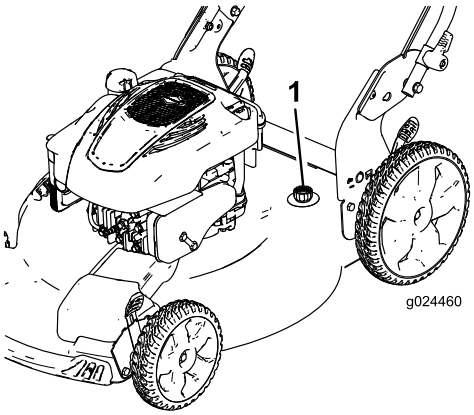

Bild 28
4. Befestigen Sie einen Gartenschlauch, der an einen Wasserhahn angeschlossen ist, am Wasseranschluss (Bild 28).